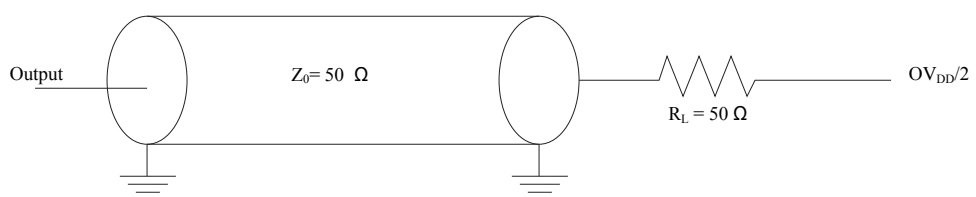
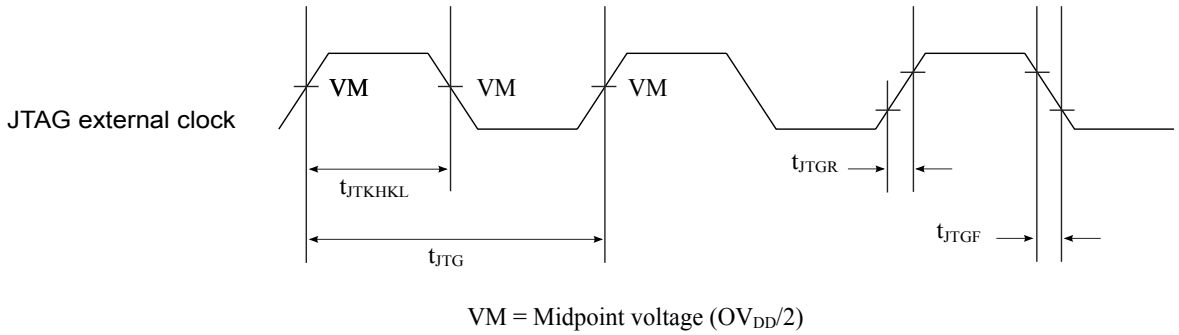
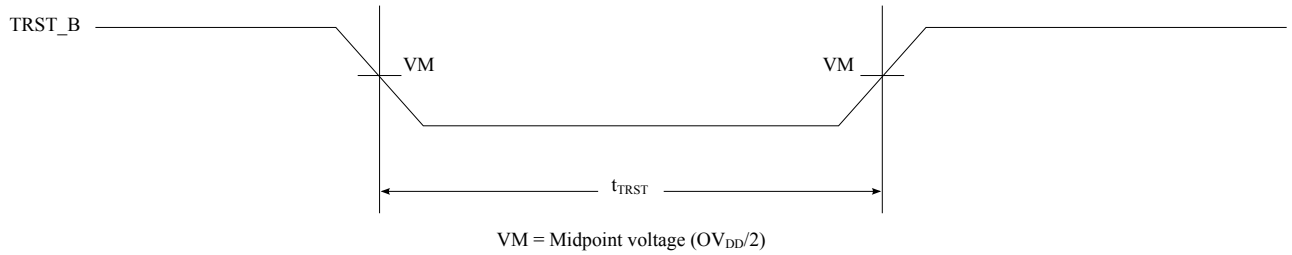
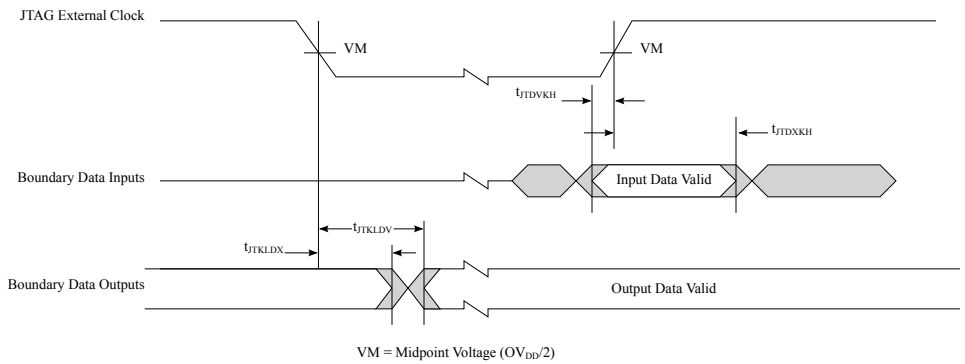

Figure 32. AC test load for the JTAG interface
Figure 33. JTAG clock input timing diagram
Figure 34. TRST_B timing diagram
Figure 35. Boundary-scan timing diagram
This table provides the JTAG AC timing specifications as defined in Figure 32, Figure 33, Figure 34, and Figure 35.
3. The symbols used for timing specifications follow these patterns: t(first two letters of functional block)(signal)(state)(reference)(state) for inputs and t(first two letters of functional block)(reference)(state)(signal)(state) for outputs. For example, $t_{JTDVKH}$ symbolizes JTAG device timing (JT) with respect to the time data input signals (D) reaching the valid state (V) relative to the tJTG clock reference (K) going to the high (H) state or setup time. Also, tJTDXKH symbolizes JTAG timing (JT) with respect to the time data input signals (D) reaching the invalid state (X) relative to the tJTG clock reference (K) going to the high (H) state. Note that, in general, the clock reference symbol representation is based on three letters representing the clock of a particular function. For rise and fall times, the latter convention is used with the appropriate letter: R (rise) or F (fall).
4. See Figure 32.
5. See Figure 33.
6. See Figure 34.
7. See Figure 35.